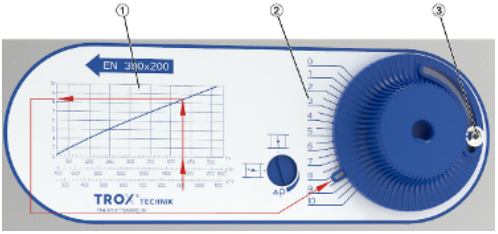

Fig. 11: Setting the volume flow rate
1. ▶ Using the volume flow rate scale (Fig. 11/1), determine the setting value (1-10) for the desired volume flow rate (l/s, m³/h, or cfm).
2. ▶ Loosen the hexagon socket screw (M5x12/ size 3) (Fig. 11/3).
3. ▶ Set the rotary knob to the determined value of the setting scale (Fig. 11/2) and fix it with the hexagon socket screw (Fig. 11/3).